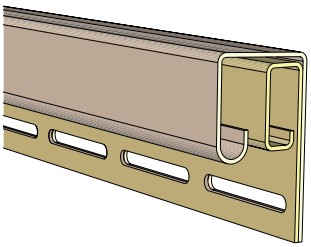

Рисунок 21
12.4 В верхней части стены, для завершения крайней панели сайдинга, будет установлен J– профиль, совмещенный с финишной планкой (рис. 21).